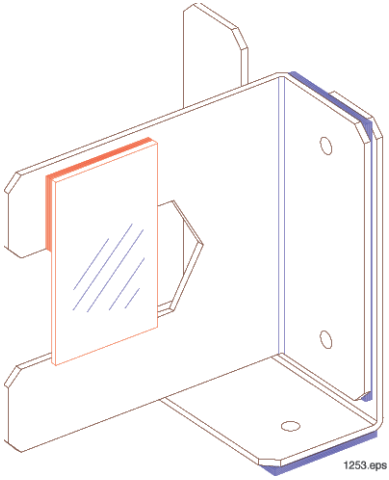

Figure 6. Proper mounting of two optics mounts with beam splitter installed for splitting the laser beam into two portions
18. Attach two universal optics mounts and the beam splitter as shown in **Figure 6**. Place this assembly on the optics table using the white outline for positioning.